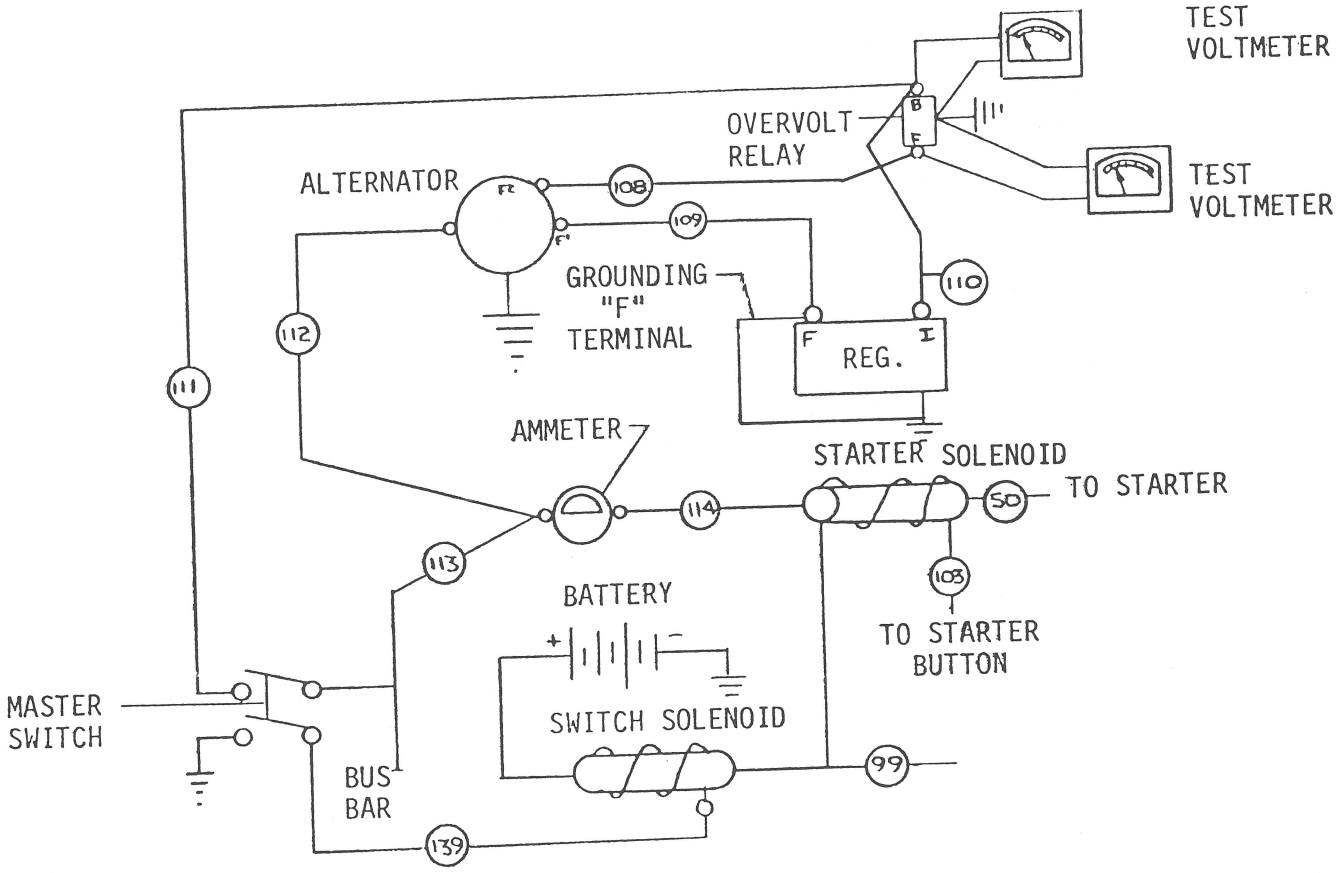
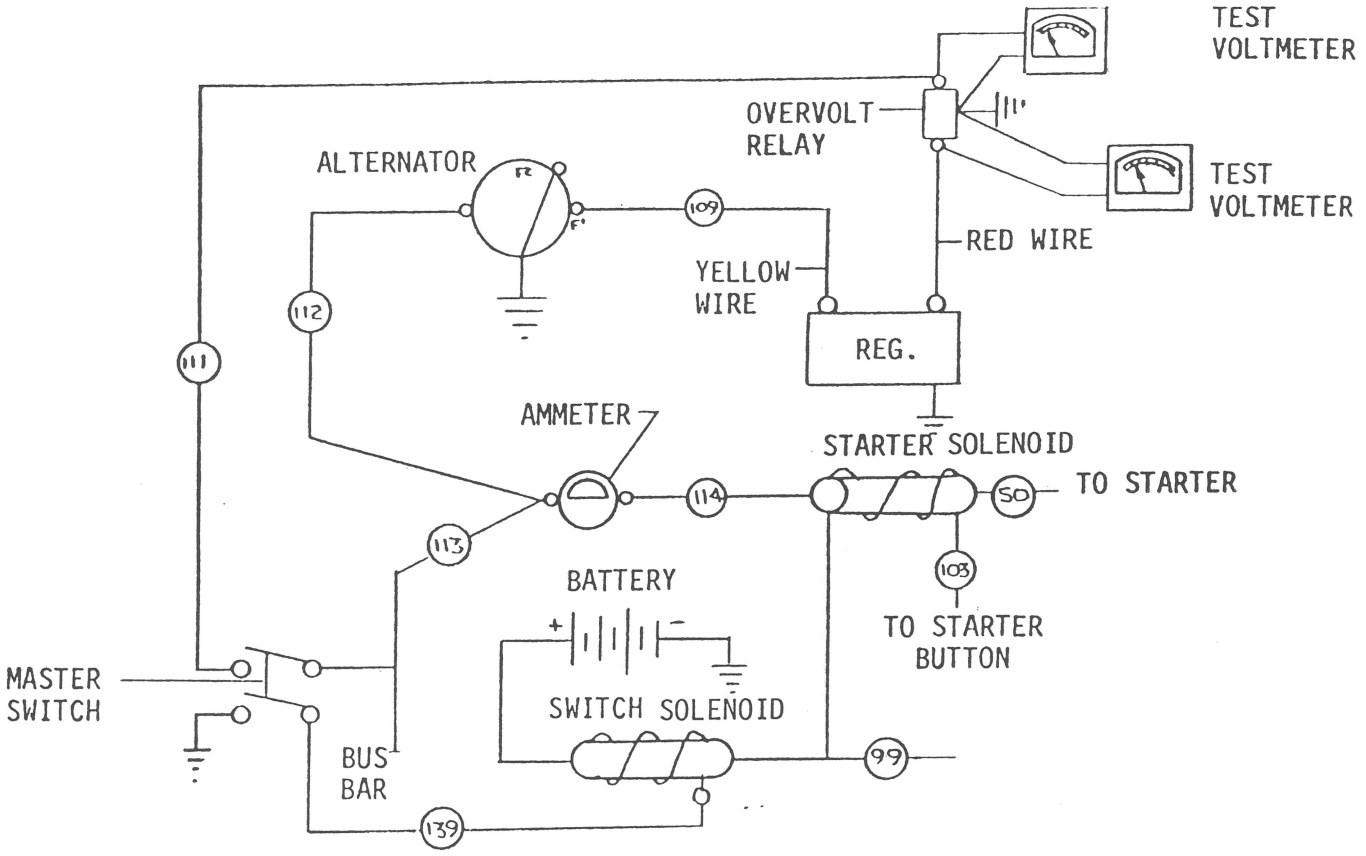

FIGURE 9-3.
FIGURE 9-5.
9-7. MASTER SWITCH - FIGURE 9-3 OR FIGURE 9-5
9-8. OVERVOLT RELAY - FIGURE 9-3 OR FIGURE 9-5
9-9. REGULATOR - FIGURE 5-3 OR FIGURE 9-5
1. Inspect for grounded "F" Terminal screws at firewall. (Figure 9-3 only)
9-10. ALTERNATOR AND REGULATOR - FIGURE 9-3 OR FIGURE 9-5
9-12. TESTING THE REGULATOR FIGURE 9-5